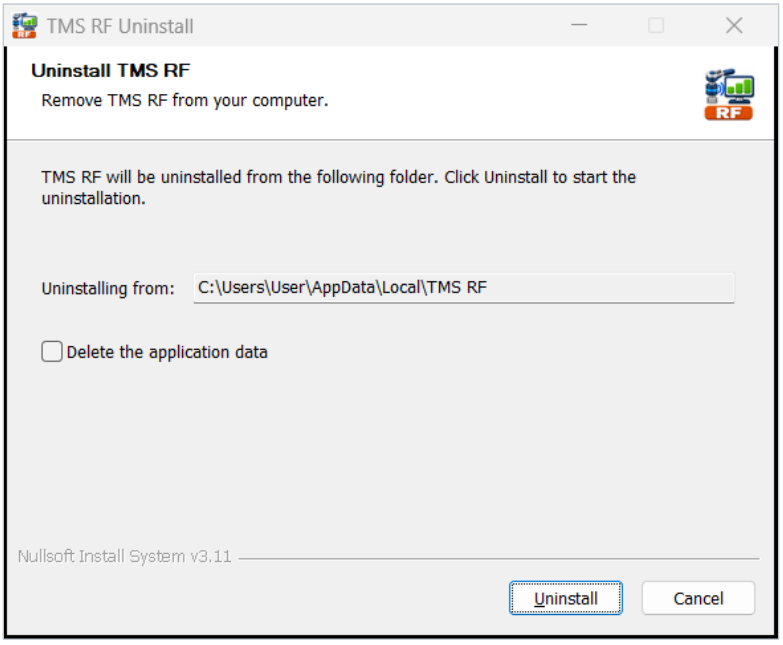

Figure 17-2 Uninstall TMS RF
4. The “Uninstall TMS RF” window appears (Figure 17-2). To keep the data, do not select “Delete the application data”.